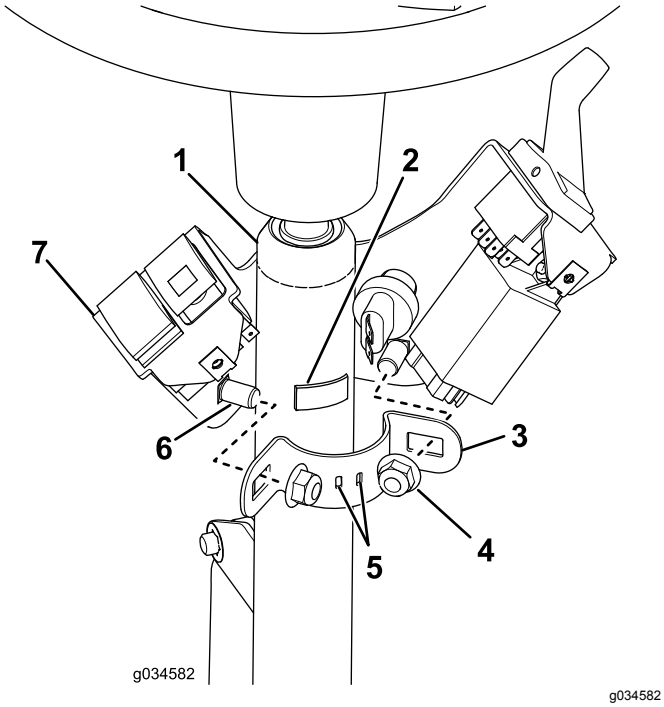

Figure 14
1. Posez la bande en mousse sur la colonne de direction comme montré à la Figure 14.
3. Montez le support de colonne de direction sur la colonne de direction au moyen de la patte de fixation, de 2 boulons de carrosserie et de 2 écrous à embase (Figure 14).